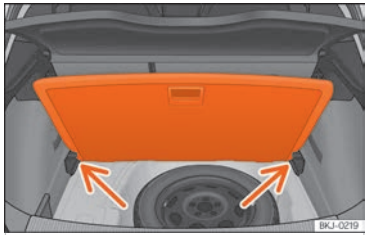

Fig. 140 Suelo variable del maletero: posición inclinada.
- Apoye el piso sobre los alojamientos previstos para tal uso ››› fig. 140 (flechas).